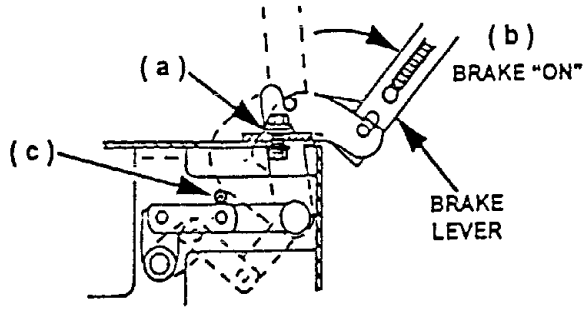

FIG. 7
c) Check linkage to ensure that they butt up against the over-centering stop bolt (c), and retighten the two 5/16-18 screws (See Figure 7).